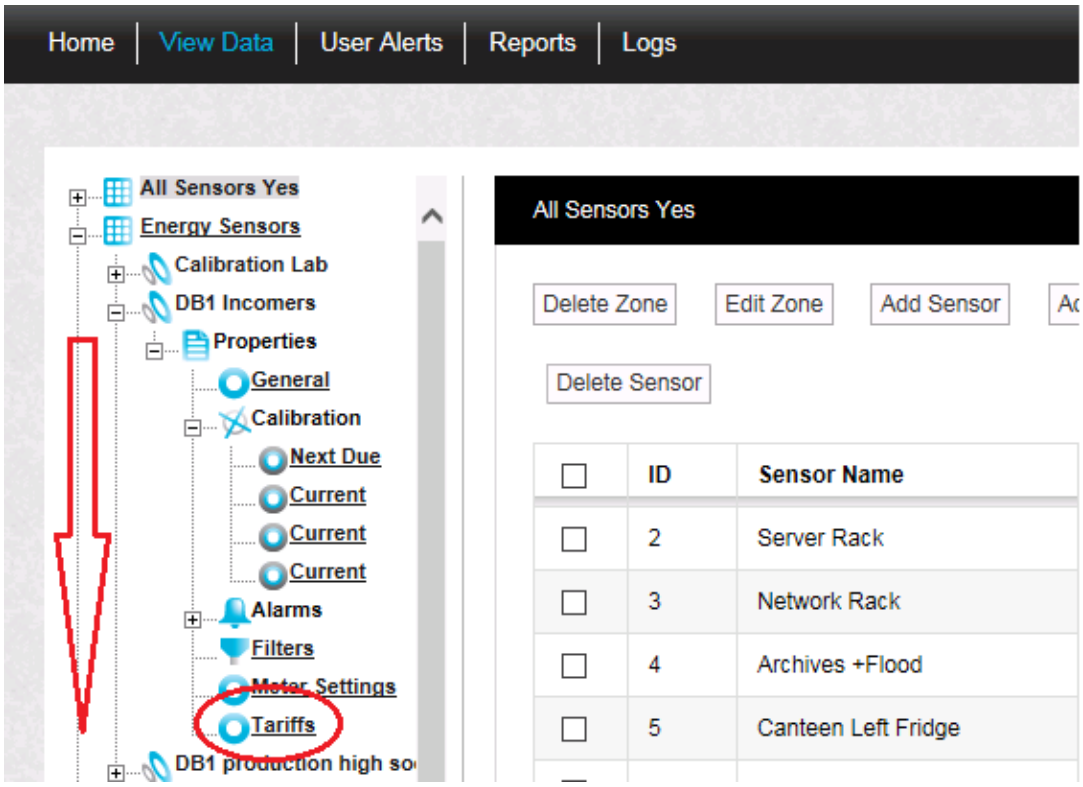

Figure 68
2. Select the required Current Clamp Sensor in the left-hand tree and expand its entry by clicking on the + icon. See Figure 68 below:
3. Click on the **Tariffs** entry. See Figure 68 above.